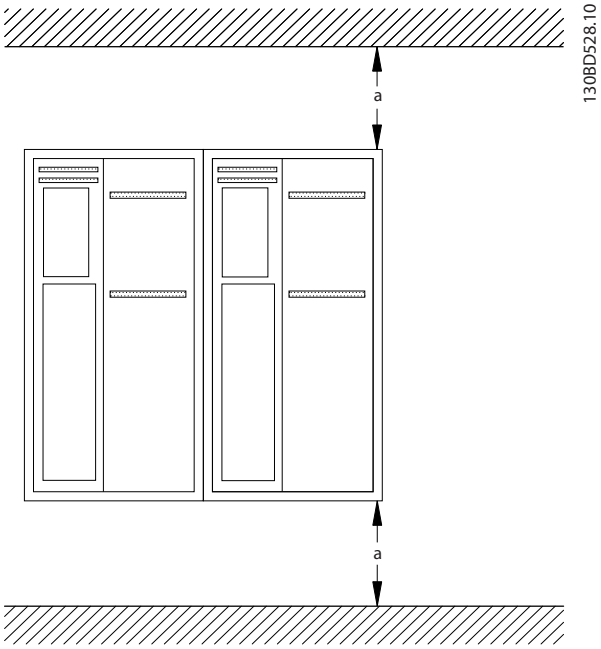

图 3.2 顶部和底部冷却间隙
- 确保在顶部和底部留出空气冷却间隙。有关间隙要求，请参见*图 3.2*。